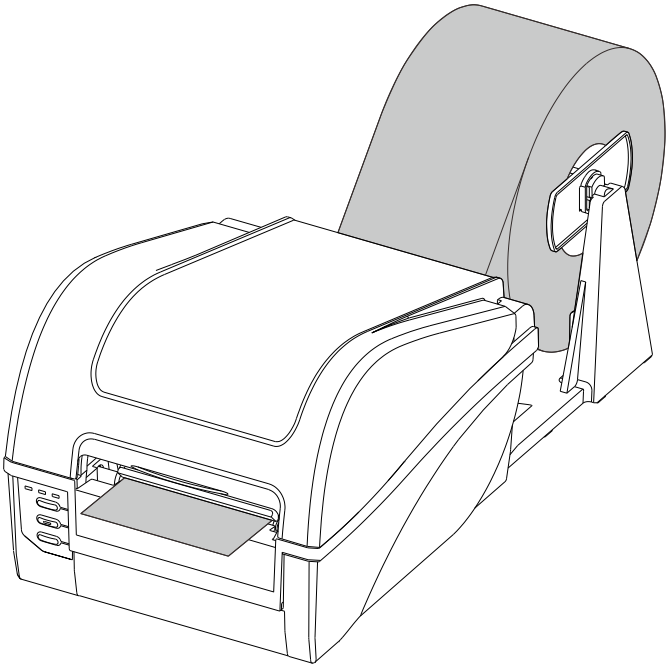

Figure 2-22 Media loaded
8. Press the Printhead Module downward until you hear a "click", which indicates the module have locked into place, then close the top cover. See Figure 2-22.